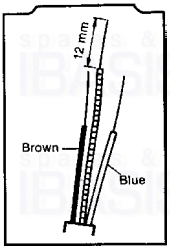

Fig. 14
4.1.2 The earth conductor must be cut longer than the live and neutral (fig. 14).